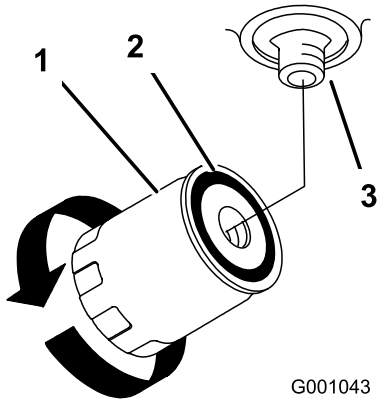

Figur 64
7. Påfør et tyndt lag på gummipakningen på det nye filter (Figur 64).
9. Fyld hydrauliktanken med hydraulikvæske, indtil væsken flyder over filteret, og drej dernæst oliefilteret med uret, indtil gummipakningen berører filteradapteren. Stram dernæst filteret yderligere 1/2 omgang (Figur 64).